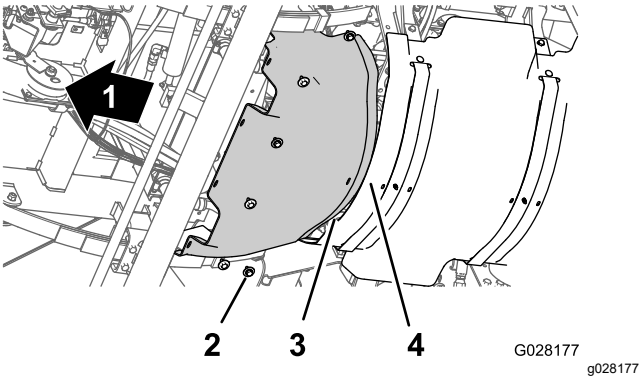

Figuur 63
1. Lijn de achterste flens van het voorste hittescherm uit over de voorste flens van het achterste hittescherm (Figuur 63).
2. Lijn de gaten in het voorste hittescherm uit met de schroefdraadgaten in het chassis (Figuur 63).
3. Monteer het voorste hittescherm op de machine; gebruik hierbij de 6 zeskantbouten en 6 ringen (Figuur 63) die u verwijderd hebt in stap 3 van Verwijder het voorste hittescherm (bladz. 53).